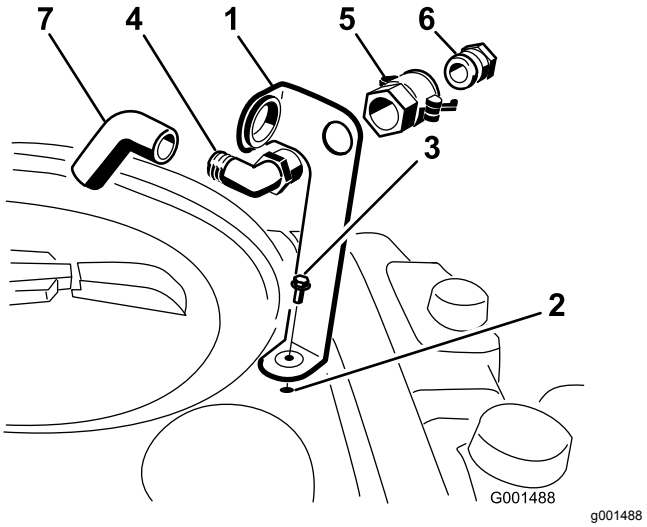

**Rysunek 3**
1. Umieść wspornik przyłącza napełniania na gwintowanym otworze w zbiorniku i przykręć go śrubą z łbem kołnierzowym (5/16 x ¾ cala) (Rysunek 3).
2. Przełóż gwintowany koniec kolanka 90° przez otwór we wsporniku i przykręć do niego szybkozłącze, mocując kolanko do wspornika (Rysunek 3).
3. Zamontuj złącze adaptera węża do szybkozłącza (Rysunek 3).
4. Zablokuj adapter, przekręcając dźwignie w stronę wspornika, a następnie zamocuj je zawleczkami (Rysunek 3).
5. Zamontuj przewód przeciwdziałający rozpryskiwaniu, przekładając go przez otwór we wsporniku i mocując do karbowanego końca złącza kolankowego 90° (Rysunek 3).